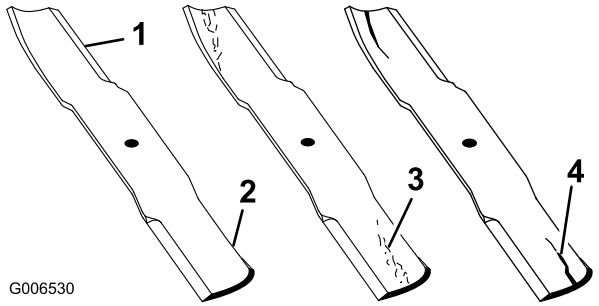

Figuur 44
1. Controleer de snijranden (Figuur 44). Als de randen niet scherp zijn of bramen vertonen, moet u de maaimessen verwijderen en slijpen; zie Maaimessen slijpen.
2. Controleer de messen, met name het gebogen deel (Figuur 44). Als u beschadiging, slijtage of groefvorming in dit deel constateert (punt 3 in Figuur 44), moet u het mes direct vervangen.